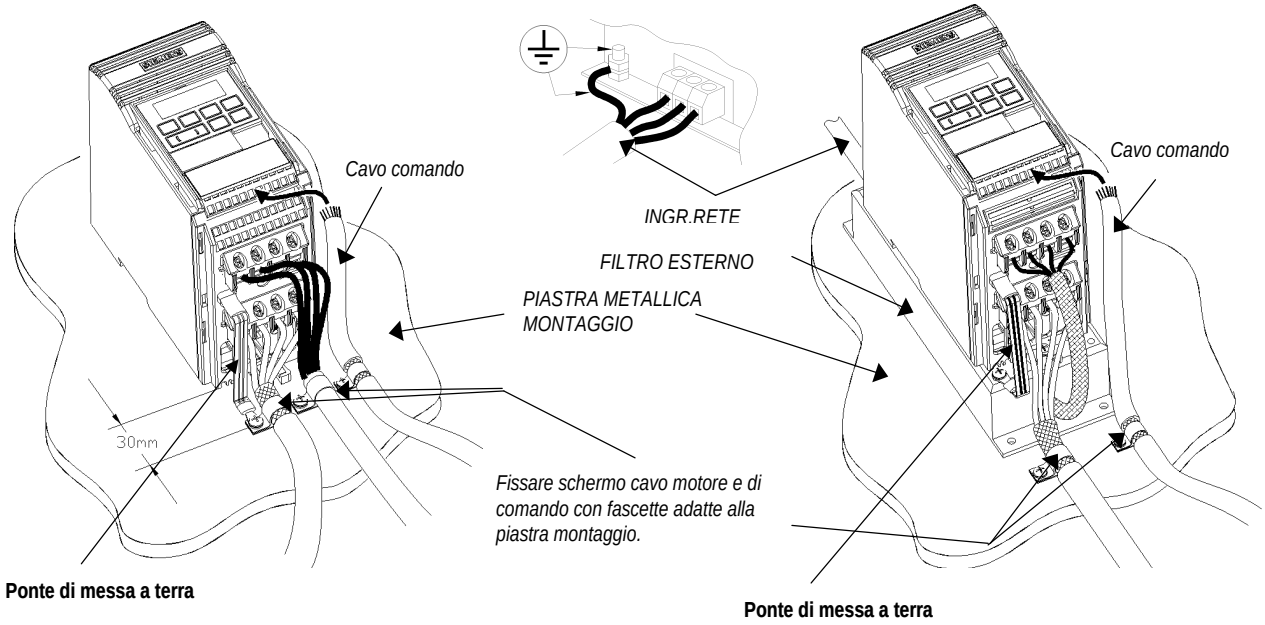

Fig. 1.2.1: Prescrizioni di cablaggio per l'ottimizzazione della resistenza ai disturbi MICROMASTER Vector, grandezza A
I convertitori sono stati progettati per funzionamento in ambiente industriale, nel quale sono da aspettarsi elevati disturbi elettromagnetici. Generalmente una installazione a regola d'arte garantisce un servizio senza pericolo e senza disturbi. Se tuttavia si dovessero verificare difficoltà o se fosse necessario il contenimento di determinati valori limite EMC, allora si devono seguire le direttive che seguono. Specialmente può risultare eficace la messa a terra del potenziale comune di impianto (0V) al convertitore, come più sotto descritto. Le figure 1.2.1-1.2.3 indicano come venga montato un filtro anti radiodisturbi EMC e collegato con il MICROMASTER Vector.
(2) Nel montaggio del convertitore MIDIMASTER Vector usare rondelle dentellate facendo attenzione che tra il corpo raffreddante e la piastra di montaggio si abbia un buon collegamento elettrico. Nel caso togliere la vernice dalla piastra di montaggio.
(3) Per segnali di comando si devono usare cavi schermati. Le schermature sono da sistemare ai due estremi del cavo con capicorda di ampia superficie di contatto. I terminali del cavo non schermati sono da tenere più corti possibile.
(4) I cavi di comando sono da posare il più lontano possibile dai cavi di potenza, p.e. usando canaline separate. Per incroci di conduttori, per quanto possibile si deve realizzare un angolo di 90°.
(5) Assicurarsi che i contattori negli armadi abbiano come antidisturbi o equipaggiamenti RC nel caso di contattori in alternata o diodi 'di fuga' per contattori in corrente continua. **Si deve fare attenzione che gli elementi anti disturbi sono da allacciare direttamente alle bobine dei contattori**. Si possono usare anche elementi anti radiodisturbi a varistori. Questo punto è soprattutto importante poi se i contattori vengono comandati direttamente dai relé integrati nel convertitore.
(6) Per l'allacciamento dei motori si devono adoperare cavi schermati o protetti. La schermatura è da mettere a terra alle due estremità con ampia superficie di contatto, p.e. con adatti passacavi.
(7) Se il convertitore viene inserito in un ambito con alta sensibilità ai disturbi elettromagnetici, si deve inserire un filtro anti radiodisturbi per minimizzare i disturbi prodotti dal convertitore. Una riduzione ottimale dei disturbi irradiati e condotti dai cavi viene raggiunta con un contatto ad ampia superficie e bassa impedenza tra filtro e la piastra di montaggio metallica.
(8) Per MICROMASTER Vector della grandezza A (Fig. 1.2.1) deve essere allacciato il ponte di messa a terra fornito per la riduzione dei disturbi tra convertitore e filtro/piastra montaggio.